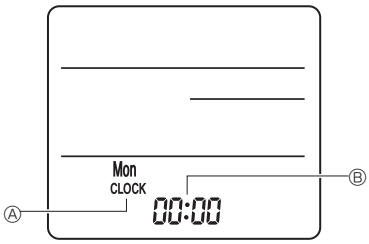

Fig. 6-8
3) Configuración (Ajuste del reloj) (Fig. 6-8)
① Inserte las baterías o pulse el ● CLOCK botón con algún objeto puntiagudo. [CLOCK] (RELOJ) Ⓐ y [:] Ⓑ parpadean.
② Pulse el botón ● CLOCK con algún objeto puntiagudo.
③ Pulse el botón ^ v para configurar la hora.